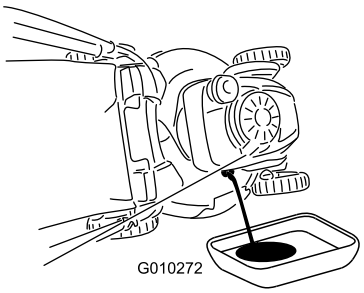

Figur 39
3. Vend gressklipperen over på siden, med luftfilteret opp, for å tømme den brukte oljen ut gjennom oljefyllingsrøret (Figur 39).